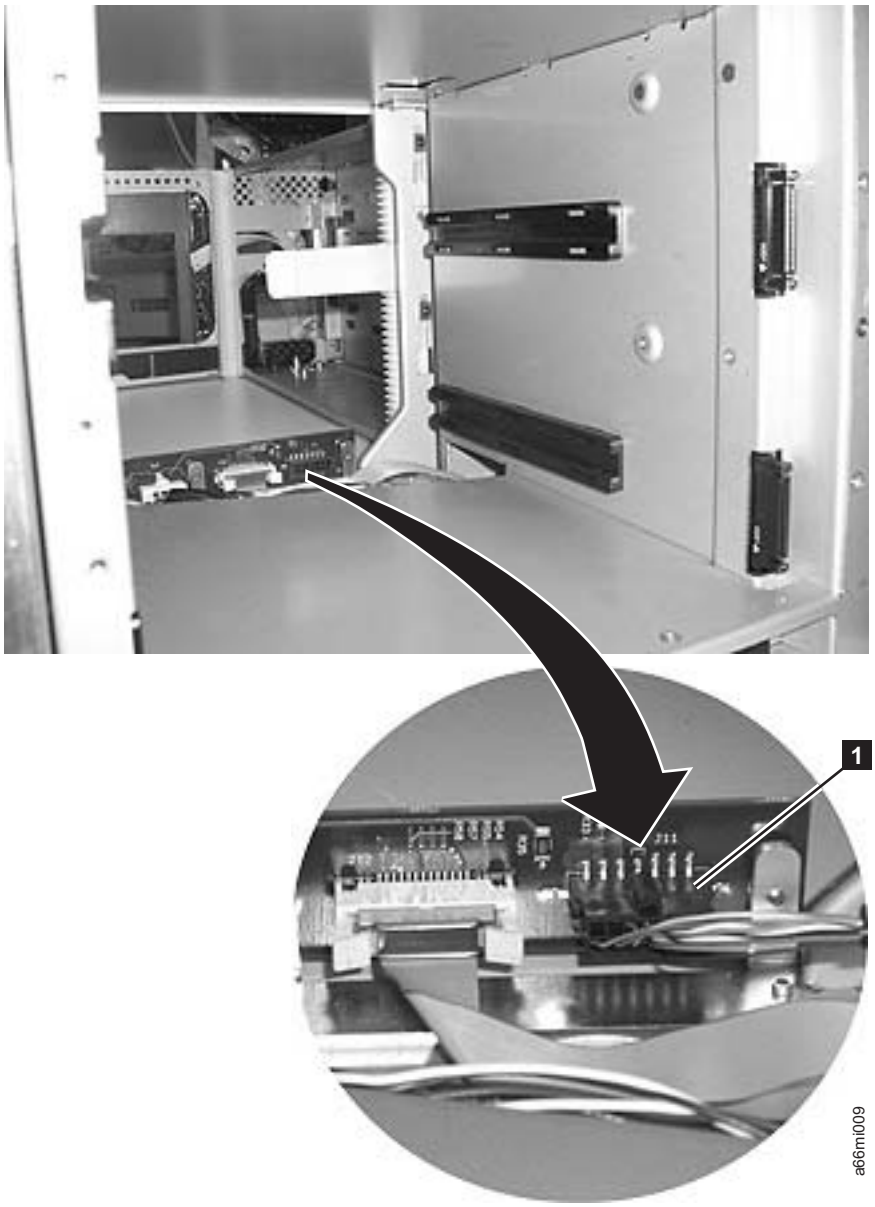

Figure 7-128. Unplugging the Cable Spool Assembly (library shown in upright position)
5. Disconnect the Cable Spool Assembly connector (**1** in Figure 7-128 on page 7-113) from the J11 connector on the distribution board.
4. Connect the Cable Spool connector (**1** in Figure 7-128 on page 7-113) to the J11 connector on thedistribution board.